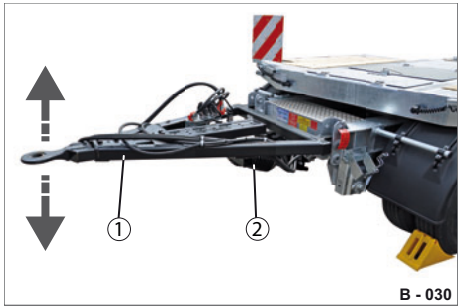

Abb. 51 Höheneinstellung - Variante 3
Die Höhe der Zuggabel wird mit der einteiligen Höheneinstell-Einrichtung (Abb. 51/2) reguliert.
▶ Prüfen Sie die Höhe der Zuggabel (Abb. 51/1) vor dem Ankuppel-Vorgang.